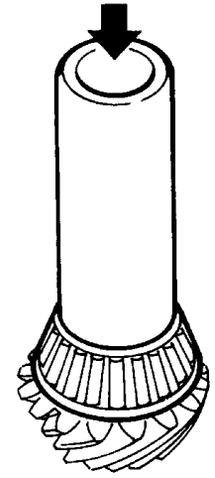

Fig.16
- Use a suitable pad to install the adjusting shim and the inner bearing on the pinion (**Fig.16**).